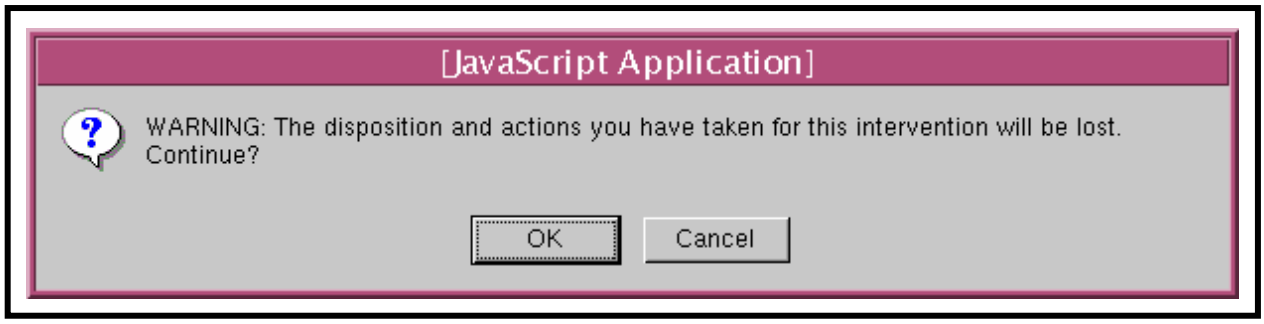

Figure 27. Continue Question Dialogue Box
- A warning dialogue box (Figure 27) is displayed with the message "WARNING: The disposition and actions you have taken for this intervention will be lost. Continue?"